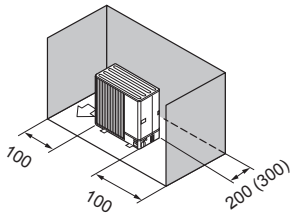

Fig. 1-8
③ Obstacles at rear and sides only (Fig. 1-8)